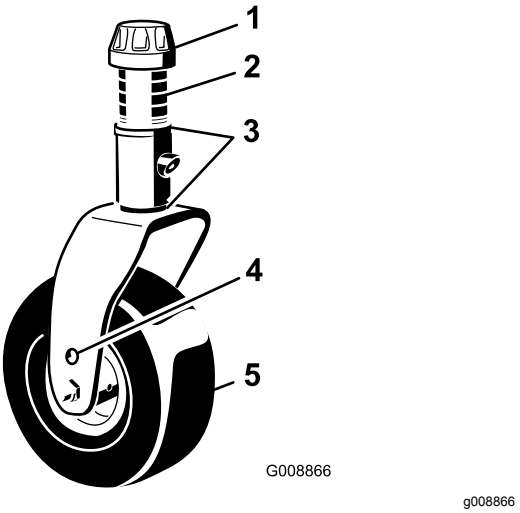

**Figur 22**
5. Fjern spennhetten fra spindelakselen og før spindelen ut av styrearmen (Figur 22).